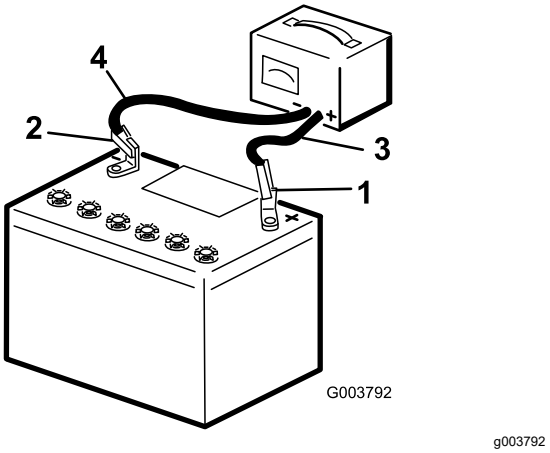

Figure 56
2. Charge the battery for 4 to 8 hours at a rate of 3 to 4 A (Figure 56). Do not overcharge the battery.
3. When the battery is fully charged, unplug the charger from the electrical outlet, then disconnect the charger leads from the battery posts (Figure 56).